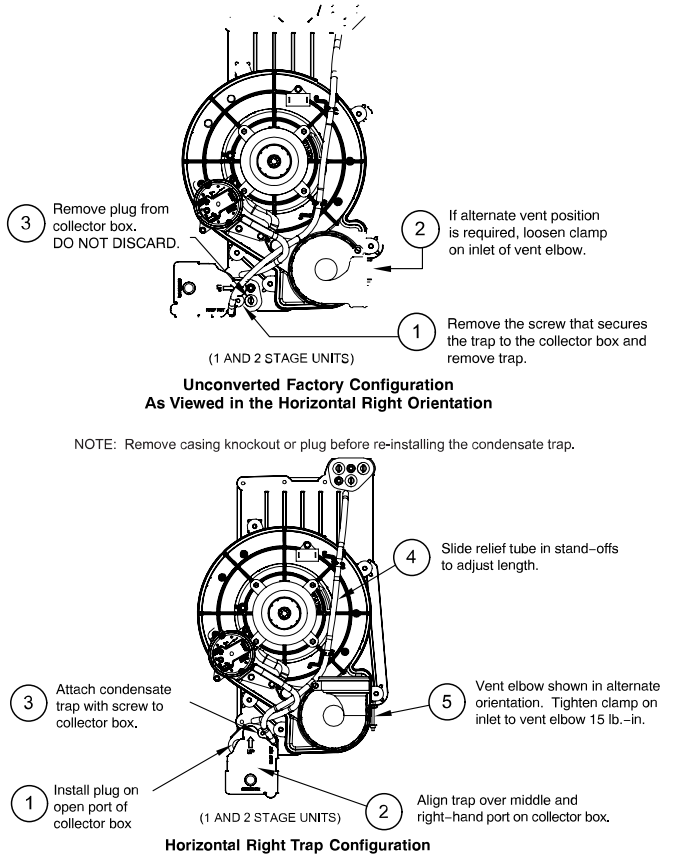
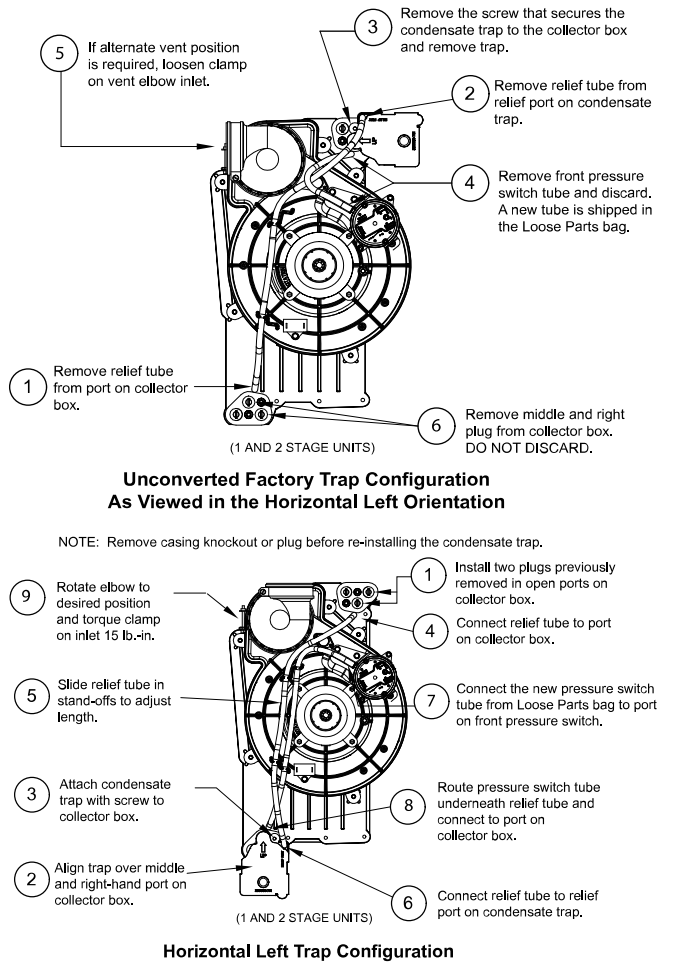

Fig. 10 – Horizontal Right Configuration (Appearance may vary)
Fig. 11 – Horizontal Left Configuration (Appearance may vary)
When the furnace is installed in the horizontal right position, the condensate trap will be initially located at the bottom of the collector box, as received from the factory. See the top image in Fig. 10. When the furnace is installed in the horizontal left position, the condensate trap will be initially located at the top of the collector box, as received from the factory. See the top image in Fig. 11. In both cases the trap must be repositioned on the collector box for proper condensate drainage. See the bottom images in Fig. 10 and Fig. 11.
- Fig. 10 shows the condensate trap and tubing before and after relocation in the horizontal right position.
- Fig. 11 shows the condensate trap and tubing before and after relocation in the horizontal left position.